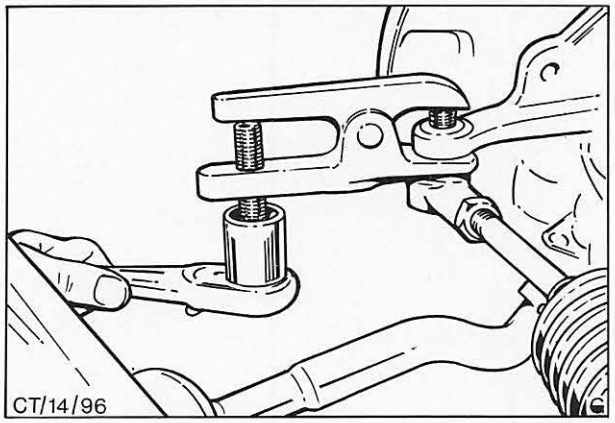

Abb. 11 Abzieher – Spurstangenendstücke 13-006
2. Spurstangenendstücke von Lenkhebeln lösen; hierzu Abzieher 13-006 verwenden, Abb. 11.